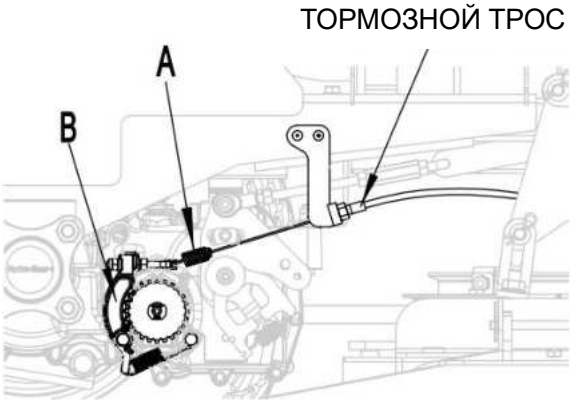

Рис. 23
7.7.2 Найдите пружину тормоза (A, Рисунок 23). Шестерни тормозного рычага (B) входят в зацепление с шестернями тормозного диска. Отрегулируйте гайку на рычаге регулировки пружины. Убедитесь, что в свободном состоянии пружина удлиняется на 12 мм. Таким же образом отрегулируйте рычаг тормоза.